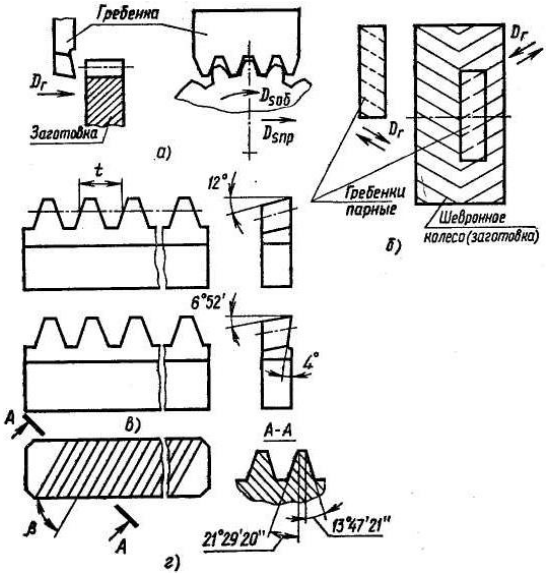

Рисунок 2 – Схемы работы и конструкция зуборезных гребенок
**Зуборезная гребенка** представляет собой прямозубую или косозубую рейку, зубья которой превращены путем заточки в резцы (рисунок 2). Прямозубые гребенки используют для нарезания цилиндрических колес, а косозубые — для нарезания шевронных колес, причем такими гребенками можно нарезать шевронные колеса без канавки (см. рисунок 2, *б).*
В процессе обработки нарезаемое колесо своей начальной окружностью обкатывается по начальной прямой гребенки (см. рис. 2,а).